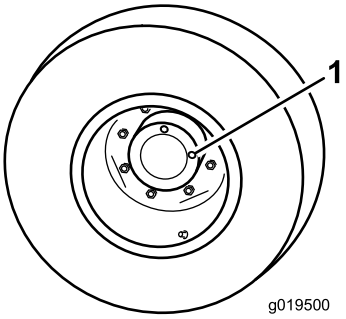

Figur 65
1. Ställ maskinen på ett plant underlag och placera hjulen så att en kontrollplugg (Figur 65) är i läget klockan 12 och den andra i läget klockan 3.
1. Kontroll-/avtappningsplugg (2)
2. Ta bort pluggen som sitter i läget klockan 3 (Figur 65).